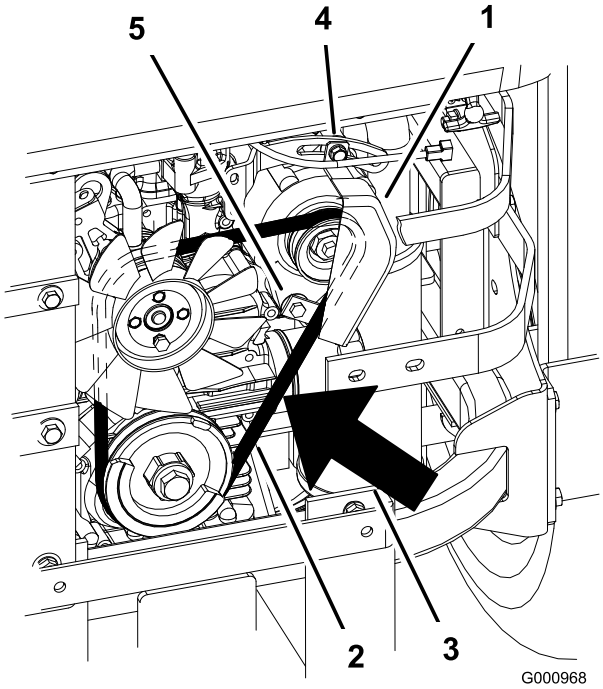

Figur 58
7. Løsn den nederste bolt, og fjern den øverste bolt, der holder generatoren og dækslet (Figur 58).
9. Før en ny rem rundt om remskiverne og generatoren (Figur 58).
14. Løsn den nederste bolt, og fjern den øverste bolt, der holder generatoren og dækslet (Figur 58).
2. Juster generatoren til ydersiden, indtil der er 7-9 mm afbøjning i remmen mellem motoren og generatorens remskiver med en kraft på 10 kgf (Figur 58).
5. Hvis bøjningen er korrekt, skal den nederste og øverste bolt strammes (Figur 58).